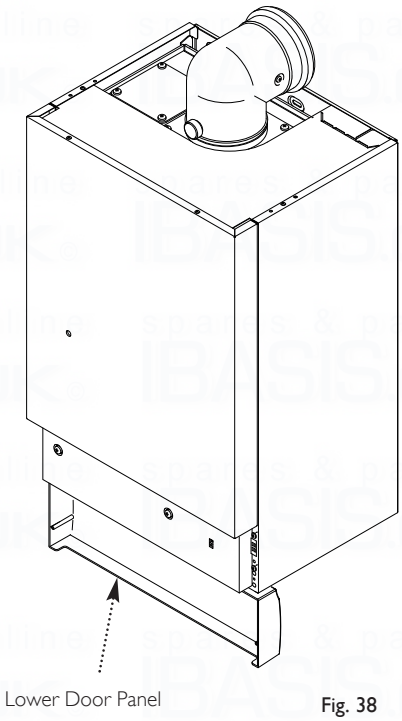

Fig. 38
3. Hinge up the lower door panel (Fig. 38).